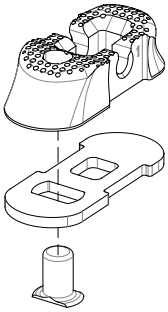

FIGURE 5A: Seattle Kinetic and Seattle Kinetic Edge - Dorsi stop inserted into pad spacer and bumper.
1. Coat the cylindrical part of the dorsi stop with white lithium grease, then insert it up through the distal pad and the bumper (FIGURE 5A, 5B, 5C).